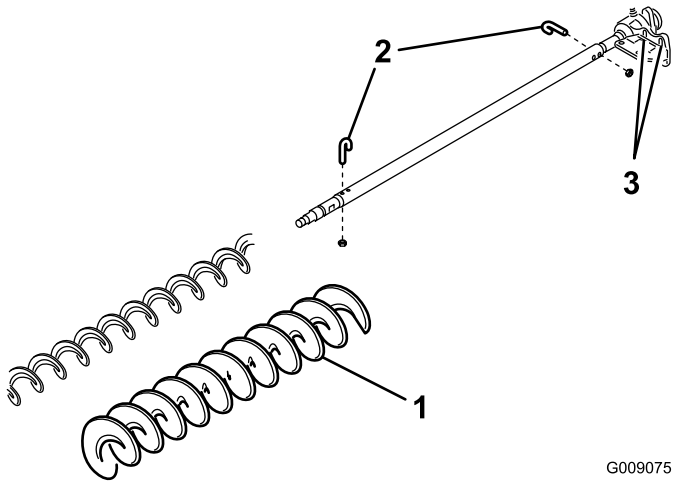

Figur 22
3. Ta bort de två J-skruvarna och muttrarna (Figur 22).
4. Dra av den befintliga borsten från borstaxeln (Figur 22).
5. Lossa de två bultar, brickor och muttrar som fäster det drivna lagerhuset vid lagerhusets monteringsfäste (Figur 22).
6. Skjut på borsten för hög klipphöjd på borstaxeln (Figur 22).
7. Kläm fast borsten på axeln med de två J-skruvarna och muttrarna som du tidigare tog bort (Figur 22).